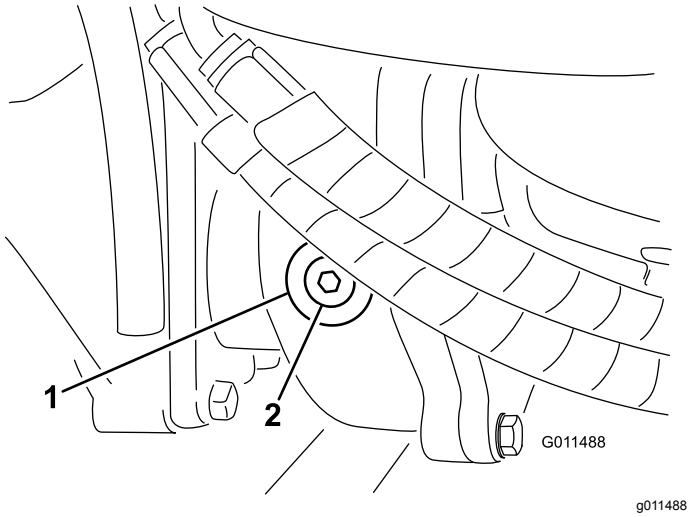

Figur 87
2. Ta ut kontroll-/påfyllingspluggen på venstre side av girkassen, og kontroller at oljen når opp til bunnen av hullet (Figur 87).